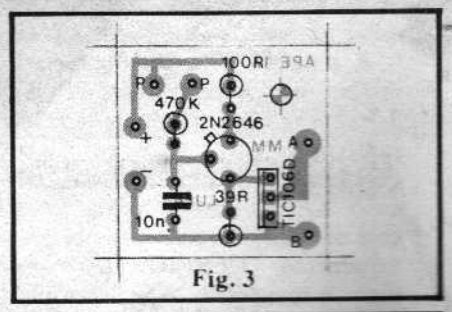
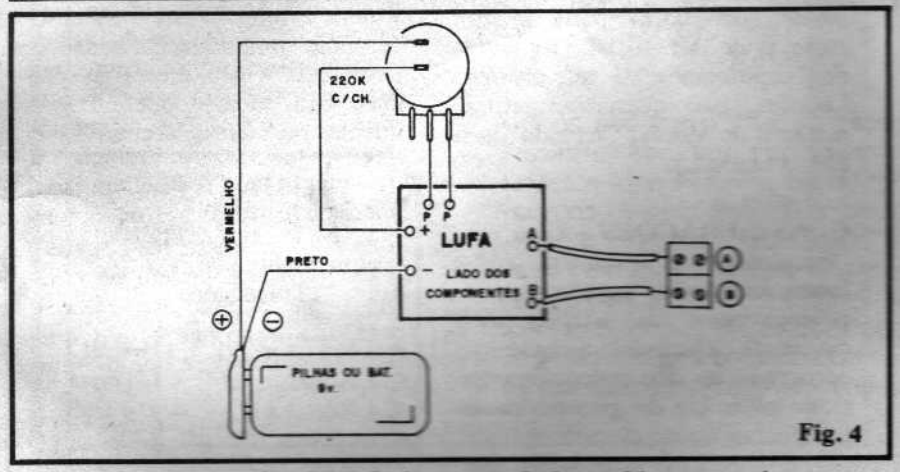

Fig. 3
Fig. 4
– **FIG. 3** – A montagem propriamente está detalhada no "chapeado", que mostra a placa pelo lado não cobreado, todos os componentes posicionados e codificados. Os pontos que merecem mais atenção referem-se à colocação do TUJ (2N2646), referenciada pela "orelhinha" metálica existente junto à base do componente (fica "apontada" para o resistor de 470K, como mostra a figura) e o posicionamento do SCR (TIC106D) determinado pela lapela metálica da peça (que deve ficar voltada para o resistor de 39R). Notar ainda que, por razões de compactação, os resistores são montados **em pé**. Eventuais dúvidas sobre os valores dos componentes, poderão ser resolvidas com uma consulta ao TABELÃO APE (permanentemente mostrado lá no começo da Revista...). Ao final das soldagens, todas as posições, valores e condições dos pontos de solda devem ser cuidadosamente verificados, para só então serem cortadas as "sobras" de terminais (pelo lado cobreado). Vale perder alguns minutos nessa conferência, verificando se todas as condições impostas nas INSTRUÇÕES GERAIS foram cumpridas, já que dessa fase da montagem depende grandemente o sucesso do projeto...
– **FIG. 4** – As conexões externas à placa são mostradas na ilustração, com todos os detalhes. Referenciar as codificações atribuídas às ilhas periféricas (junto às bordas) da placa, como aquela mostrada na fig. 3. Os pontos "P-P" vão aos terminais do potenciômetro (este visto pela traseira, na figura). Os pontos "+ e -" (devidamente codificados com fios **vermelho** e **preto**, respectivamente) vão ao "clip" da bateria, sendo que o ramo correspondente ao **positivo** (fio vermelho) da alimentação é intercalado com a chave interruptora incorporada ao potenciômetro. Finalmente, os pontos "A-B" constituem os terminais de Saída de aplicação da LUFA, podendo ser ligados a um par de conectores parafusados, conforme mostra a figura, o que facilitará bastante a instalação final da LUFA. Os fios de saída não devem ser muito finos, já que por eles circulará corrente e potência consideráveis (destinadas ao acionamento da lâmpada controlada). Em todos os pontos, muita atenção aos isolamentos e qualidades das soldas.